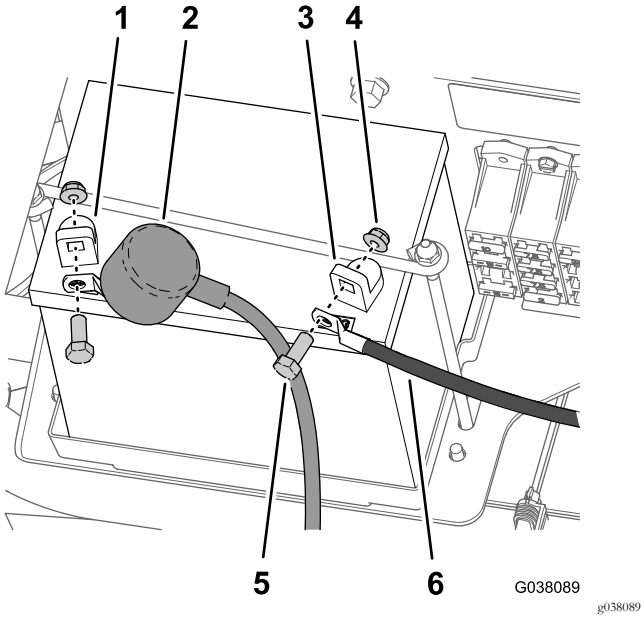

Figura 4
6. Desligue o cabo negativo (preto – massa) do polo da bateria (Figura 4).
7. Puxe para trás a cobertura do isolamento para desligar o cabo positivo (vermelho) do polo da bateria (Figura 4).